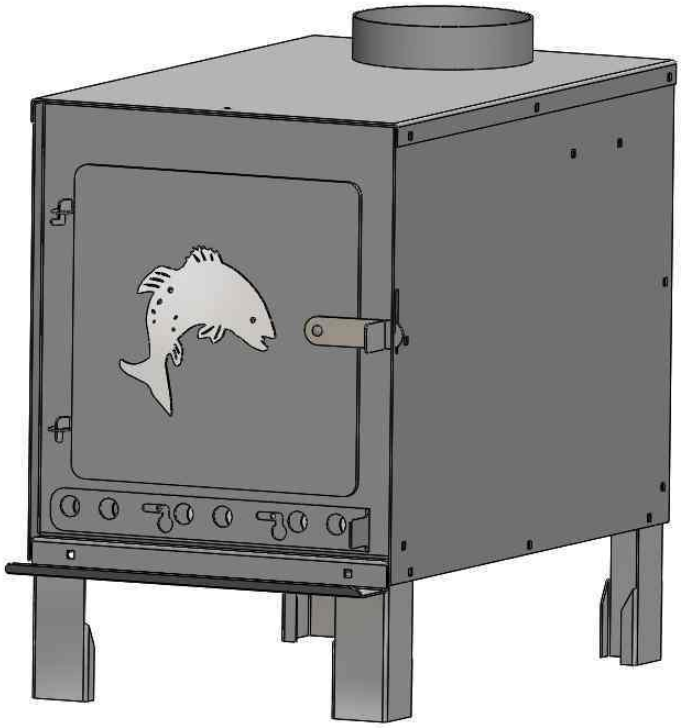

Fig. 8
8. Flip stove right side up and install vent and door. Fig. 8.
Retournez le poêle à l'endroit puis installez la bouche d'aération et la porte. Fig. 8.